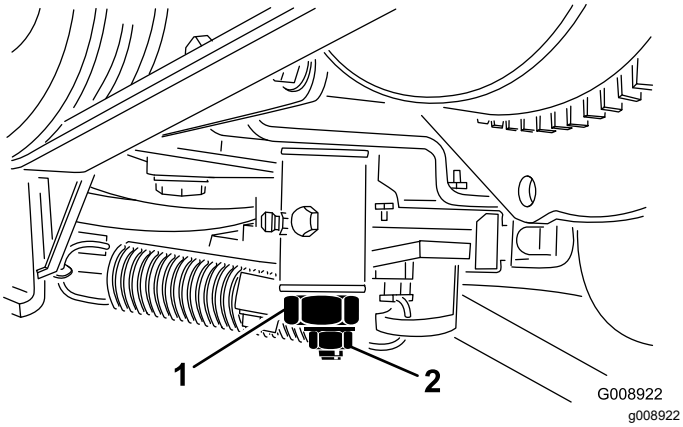

**Figur 57**
3. Lossa låsmuttern på hjuldrivningens justeringskam (Figur 57).